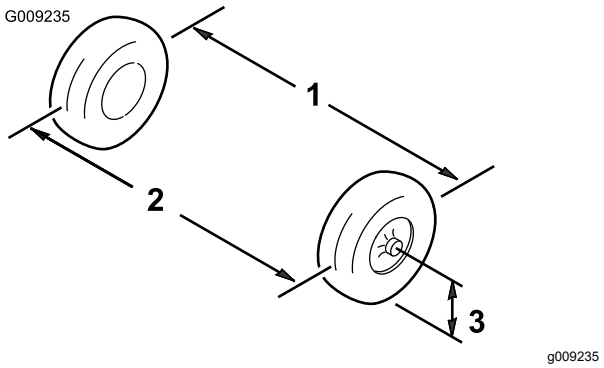

Figur 47
1. Mät avståndet mellan de båda framhjulen vid axelhöjd, både framtill och baktill på framhjulen (Figur 47).